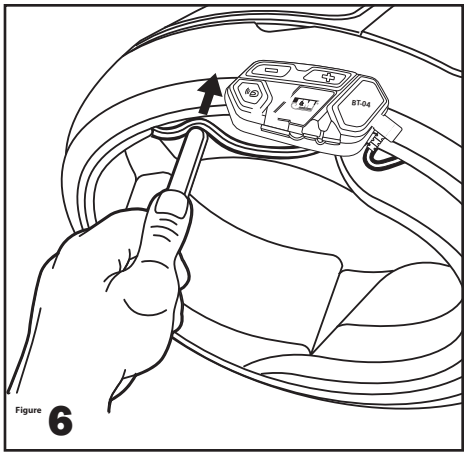

Figure 6
7. Slide the mounting clamp into the proper position on the left bottom edge of the helmet, peel the backing off the double-sided tape, press the clamp-on mounting plate assembly firmly into place, then Install the BT-04 module on to the mounting-plate. **See Figures 6 & 7.**
8. Using the included wooden tool, carefully push the wires into the gap between the helmet liner and shell. **See Figures 6.**